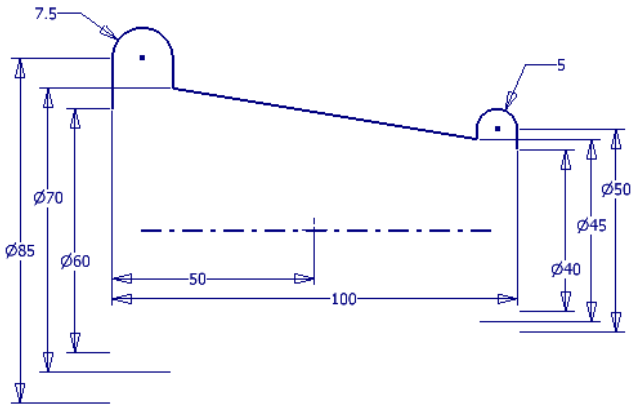

***Figure 18-52*** *Fully constrained sketch for the base surface*
2. Draw the sketch on the XZ plane, as shown in Figure 18-52. Constrain the sketch fully by specifying dimensions and geometric constraints.